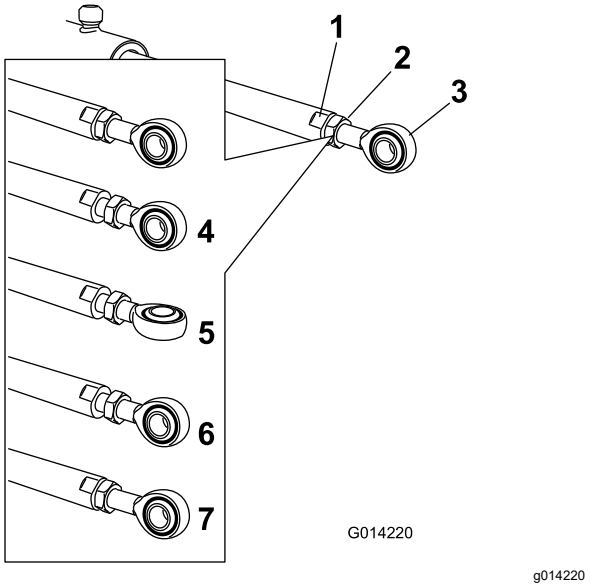

Figuur 114
5. Zet een moersleutel op de platte kanten van de actuatorstang om deze te immobiliseren en zet vervolgens de contramoer los zodat de stang met het oog kan worden bewogen (Figuur 114).
6. Draai de oogstang in de actuatorstang om de uitstekende actuator te verkorten of te verlengen tot de gewenste stand (Figuur 114).